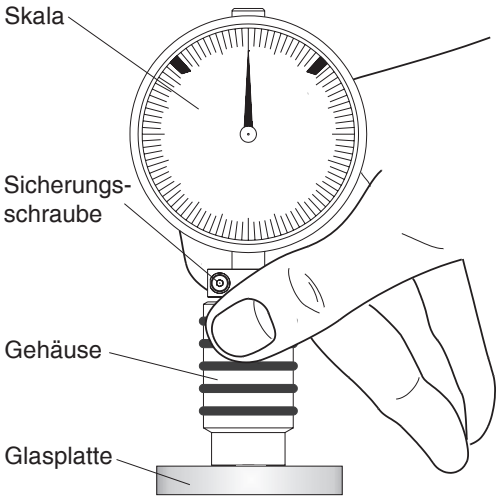

fig. 3.3
- Den Härteprüfer auf eine Glasplatte drücken bis die Messfläche auf der Platte aufliegt. (fig. 3.3).